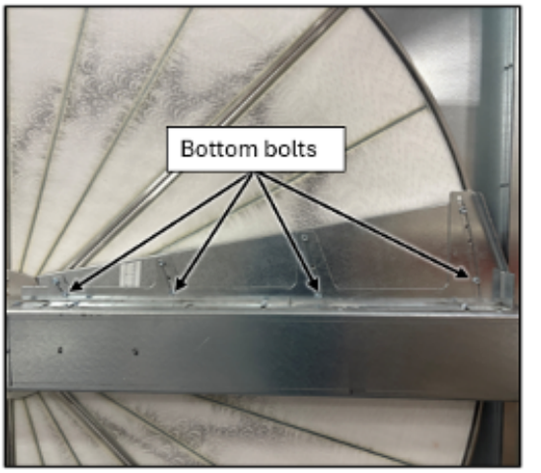

Figure 9a Remove bottom bolt in each slot.
1. Remove all bottom bolts in each slot on the front face of the purge, Figure 9a. Set aside for use in a future step.